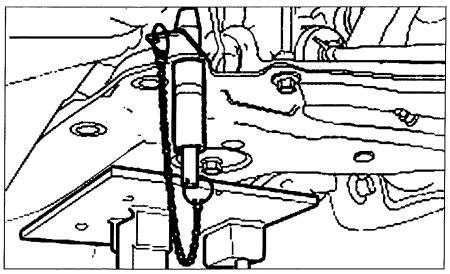

FIG. 9
- centrar la cuna utilizando los pasadores adecuados (útiles Ford 205-316 ó 15-097A) **(fig. 9).**
- centrar la cuna utilizando de los pasadores adecuadas (útiles Ford 205-316 ó 15-097A) **(fig. 9)**.